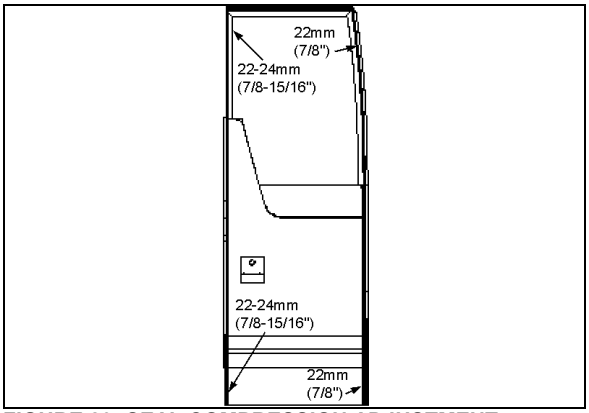

FIGURE 29: SEAL COMPRESSION ADJUSTMENT 18632
2. From the outside of vehicle, insert a straight edge in the gap along the door outside perimeter. Measure the distance between the door frame and the door outside surface at the door four corners (refer to Figure 29).